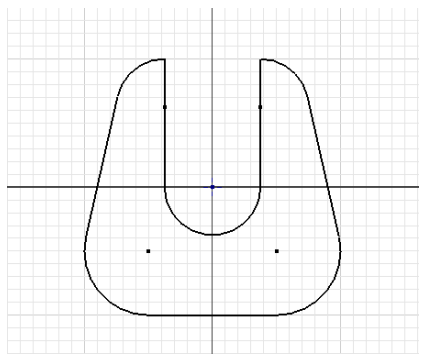

Figure 3-60 *The sketch after applying all constraints*
10. Select the center point of arc 6; the entire sketch moves to make the origin coincident with the center point of the arc. The sketch after applying all the constraints is shown in Figure 3-60.